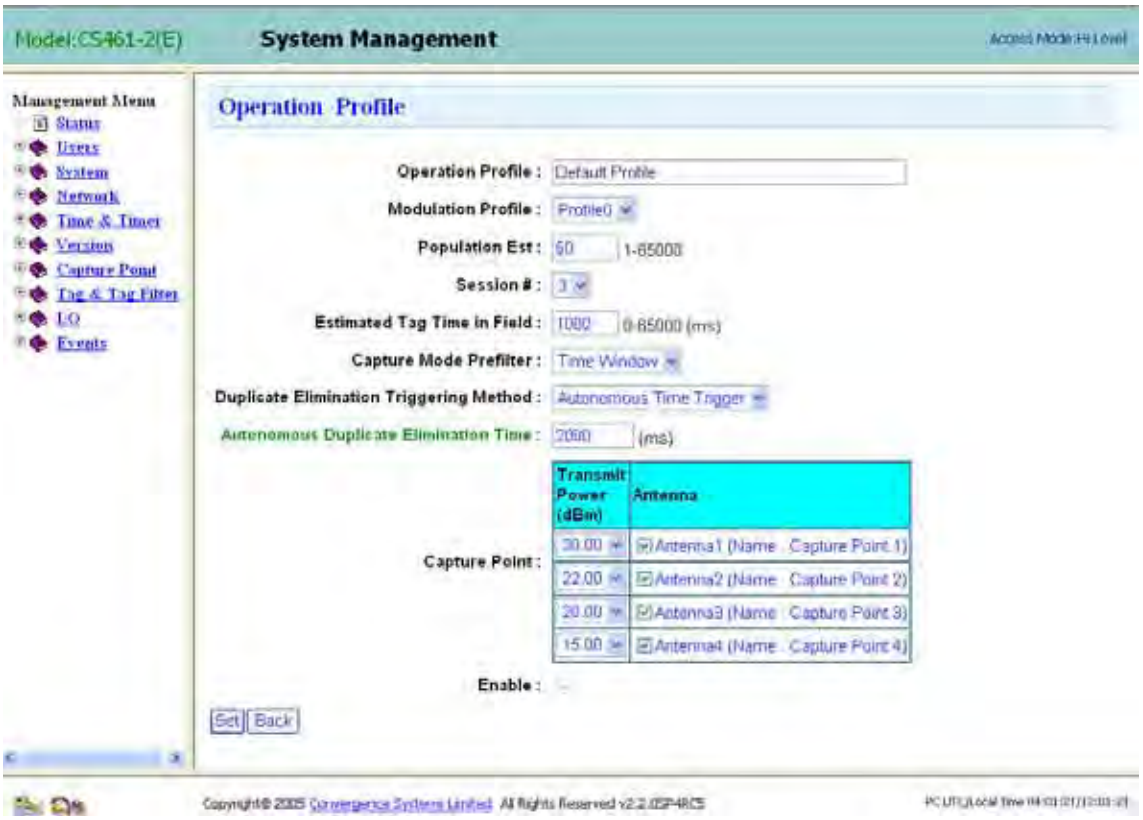

Figure 3-4 Operation Profile
- Please open page “Operation Profile” as shown in Figure 3-4. You can reach the page by clicking “System -> Operation Profile”.